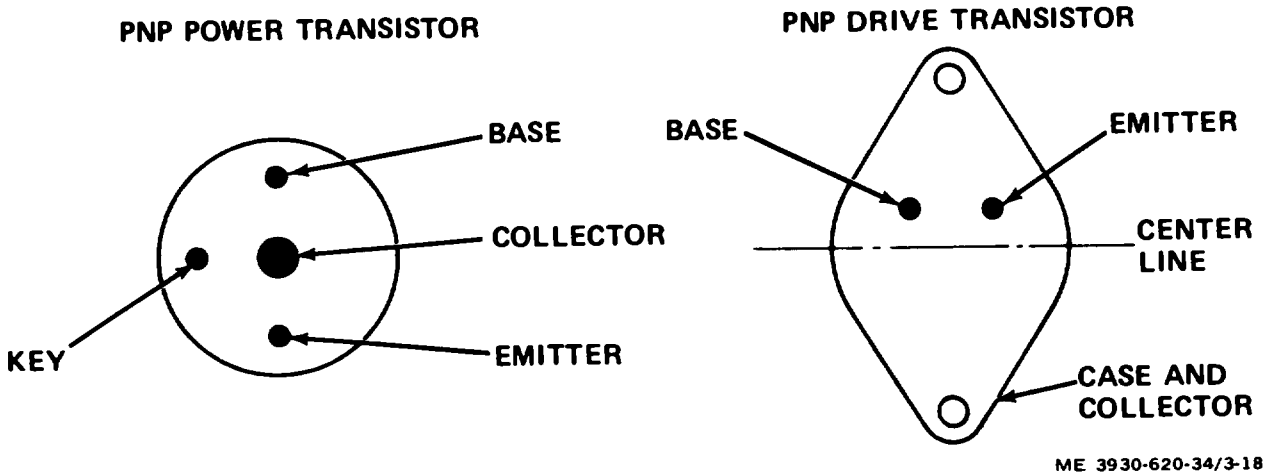

Figure 3-18. Transistor terminal identification
(1) To determine a shorted or open condition, use an ohmmeter to test each power and drive transistor, as follows: (fig. 3-18.)